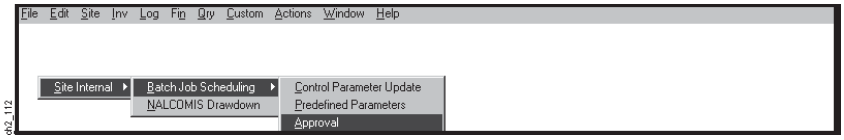

Figure 2-132
(1) Step 1. On the Batch Job Scheduling Submenu above (Figure 2-132), select the Approval Option. The Approval Screen appears showing the following information: